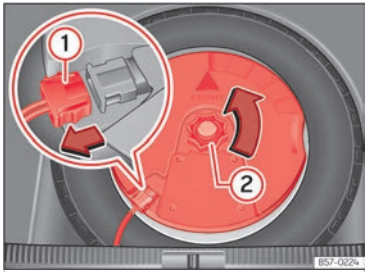

Fig. 258 En el maletero: desmontar el subwoofer.
- Desconecte el cable del altavoz subwoofer ››› fig. 258 ①.
- Gire la ruedecilla de fijación en sentido contrario a las agujas del reloj ››› fig. 258 ②.